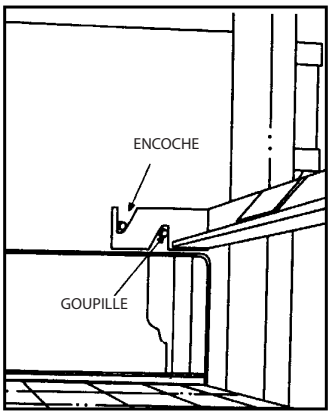

Figure 2
2. Tourner les ferrures de doigt jusqu'à ce que les encoches dans les ferrures reposent sur les goupilles de retenue. (**Voir Figure 2.**)